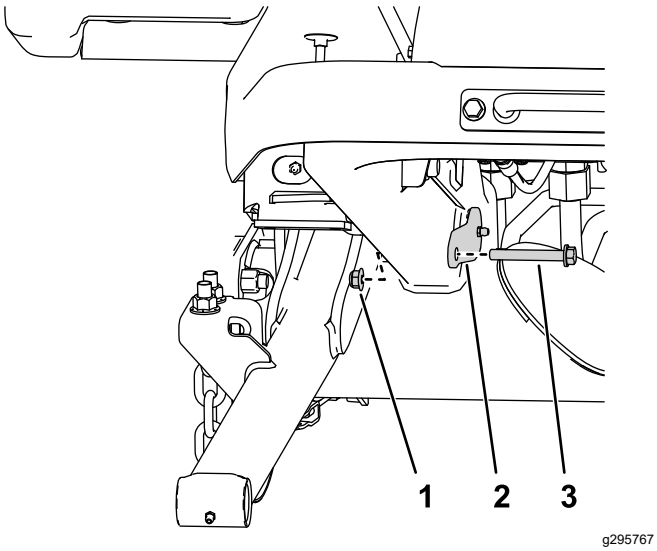

Рисунок 6
4. Используйте 2 гайки (⅜ дюйма) и 2 болта (⅜ x 2¾ дюйма), чтобы прикрепить большие штифты к раме (Рисунок 6).